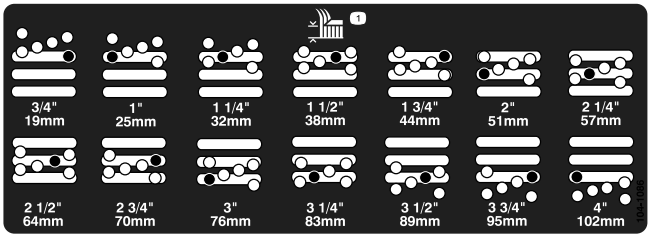

Figur 17
4. Ta bort distansbrickan samtidigt som du stöttar kammaren (Figur 17)
5. Flytta kammaren till önskad klipphöjd, montera distansbrickan i avsett klipphöjdshål och -spår (Figur 17).